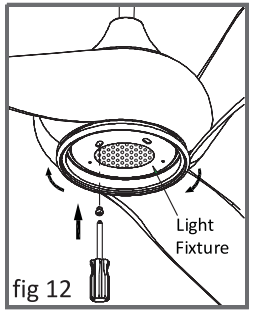

fig 12
4) Pointing the holes of lightkits to the screws by pushing up and twist clock wise as(fig 12)
5) Fasten the first screw back to the hole and tighten all the screws firmly;(fig 12)